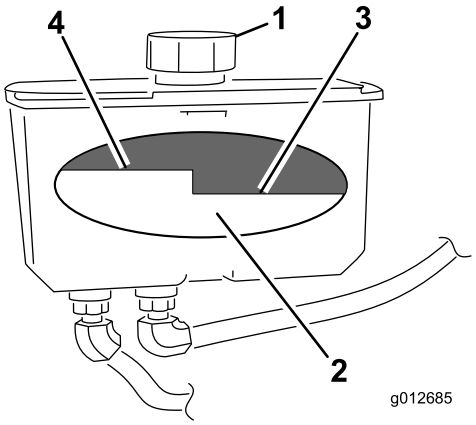

**Figur 74**
4. Rengjør rundt lokket og påfyllingshalsen på den hydrauliske tanken (Figur 74).
5. Ta lokket av påfyllingshalsen. Se på innsiden for å kontrollere oljenivået i beholderen. (Figur 74).
**Merk:** Oljenivået skal nå til toppen av nivået ”hot” på skjermen når væsken er varm (Figur 74).